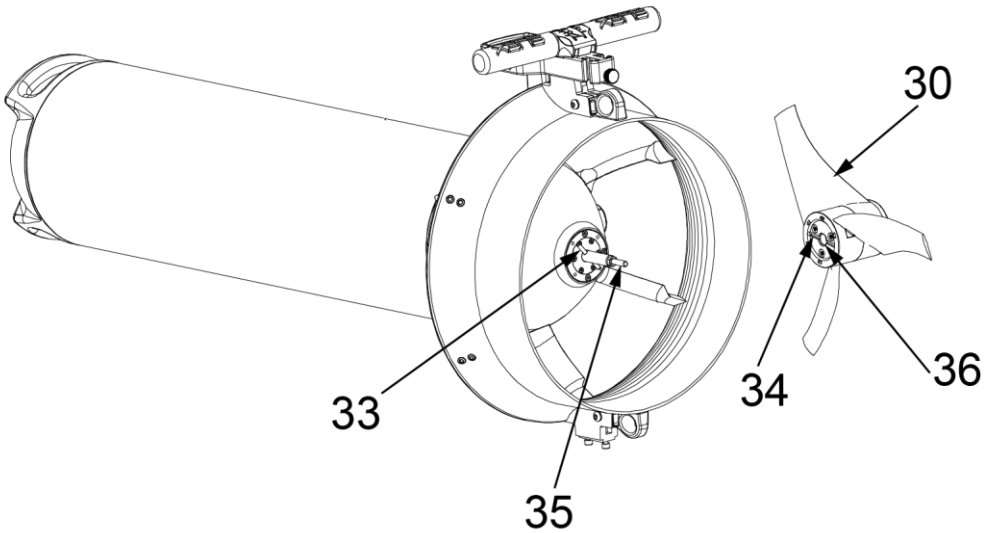

Fig 35 - Propeller insertion
Insert the propeller (hole 36 - **Fig 35 - on p. 41**) in motor shaft of the Scooter (35), turn the propeller (clockwise) until the pin (33) matches the seat (34) propeller. When you hear a click, the propeller will stop turning. Continue by turning (CLOCKWISE) the switch (6 - Fig.1) with the finger only, WITHOUT FORCING.